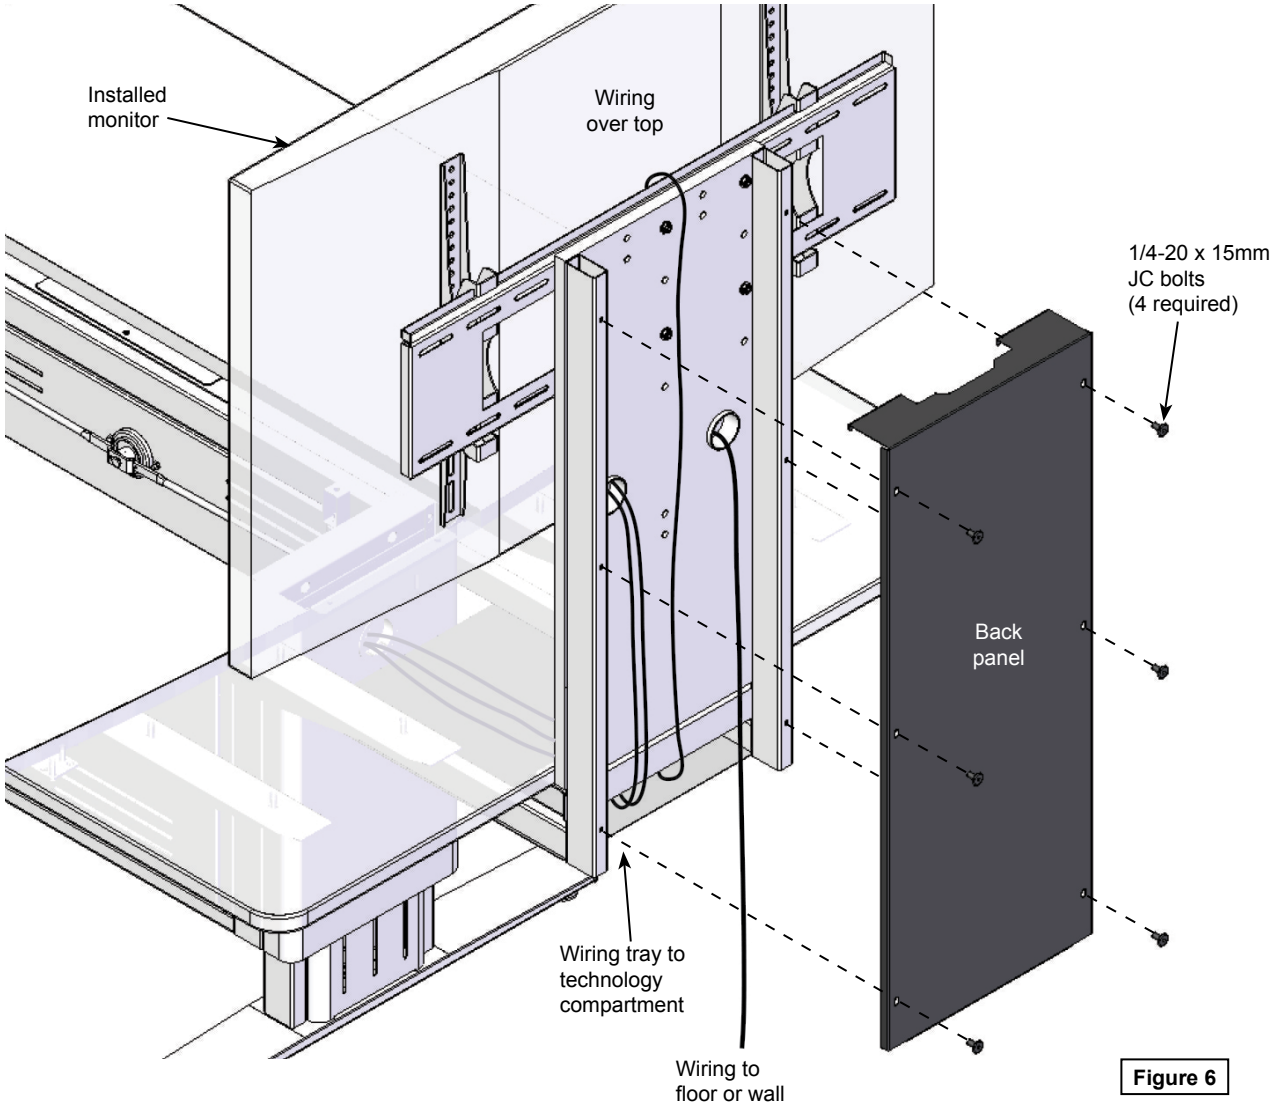

Figure 6
1. Route cords / wires to the monitor using the wiring tray and grommets. Wire routing options are shown in **Figure 6**.
2. After all wiring has been completed, install the back panel with (4) 1/4-20 x 15mm JC bolts and tighten securely.